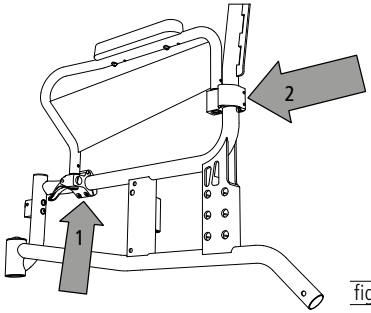

fig. 11
2. Desserrer les deux vis hexagonales des colliers de fixation des parties latérales avant (1, fig. 11) et arrière (2, fig. 11).